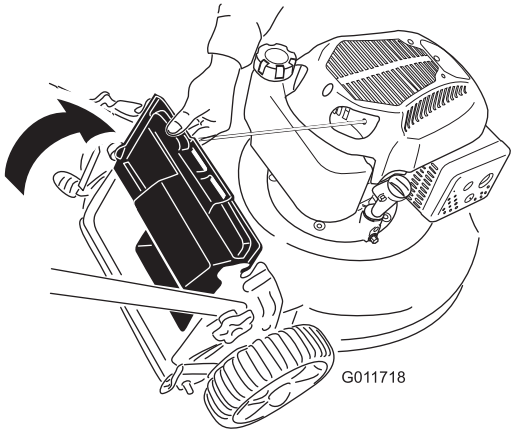

Bild 20
2. Heben und halten Sie das hintere Ablenkblech hoch (Bild 20).